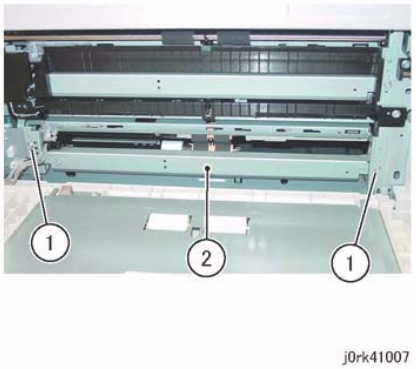

Figure 4 Tray 4 Feeder Assy Removal
8. Remove the Tray 4 Feeder Assembly. (Figure 4)